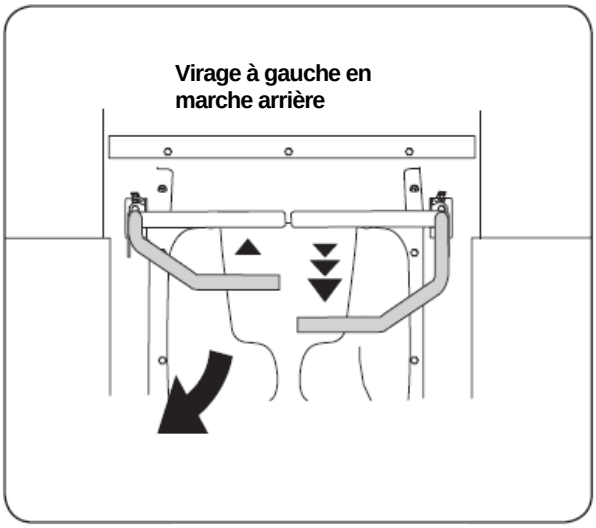

Figure 5-6
1. Pour tourner à gauche pendant que vous reculez, poussez le levier de gauche vers l'avant en gardant le levier de droite en place. Consultez la Figure 5-6.